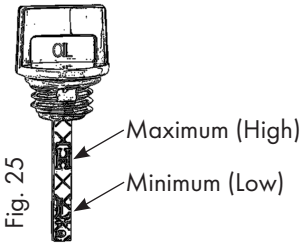

Fig. 25
- Lisez le niveau d'huile, voir aussi la figure 25.
Il doit y avoir un film d'huile entre le repère supérieur et le repère inférieur. S'il n'y a pas de film d'huile, le niveau d'huile est trop bas, fig.25. Ajoutez de l'huile. H- High signifie maximum. L-Low signifie minimum.